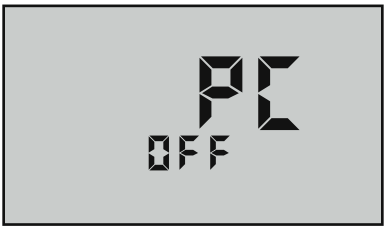

Figure 30
2. Put the Ultrameter II in "**PC On**" mode by pressing the MR ▼ key until "**PC OFF**" appears (see Figure 30).